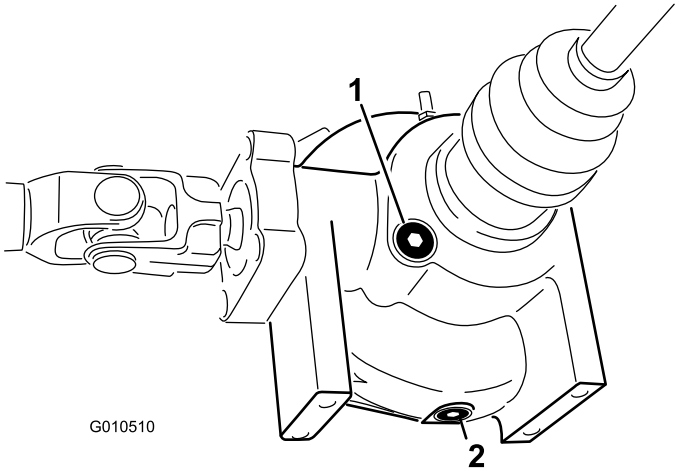

Figuur 49
2. Reinig de omgeving van de vul-/controleplug op de zijkant van het differentieel (Figuur 49). Plaats een opvangbak onder de aftapplug.